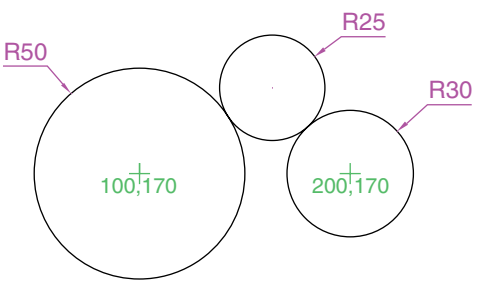

Fig. 2.31 Exercise 4
4. Using the **Circle** tool, construct the two circles of radius 50 and 30. Then, using the **Ttr** prompt, add the circle of radius 25 (Fig. 2.31).